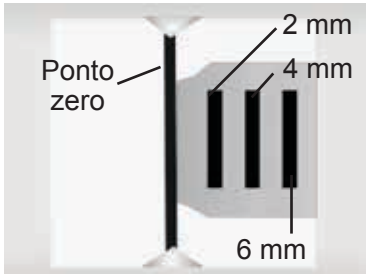

Figura OC-2 Dispositivo de alinhamento da córnea visto de perto
11. Na frente do instrumento, olhe para dentro do Dispositivo de alinhamento da córnea. Os indicadores superiores e inferiores devem estar alinhados exatamente com a linha larga preta visível no espelho. Este é o ponto zero que indica uma distância de 13,75 mm a partir do ápice da córnea do paciente. Também estão visíveis três linhas mais curtas, cada uma representando uma distância aditiva de 2 mm. Consulte a Figura OC-2.